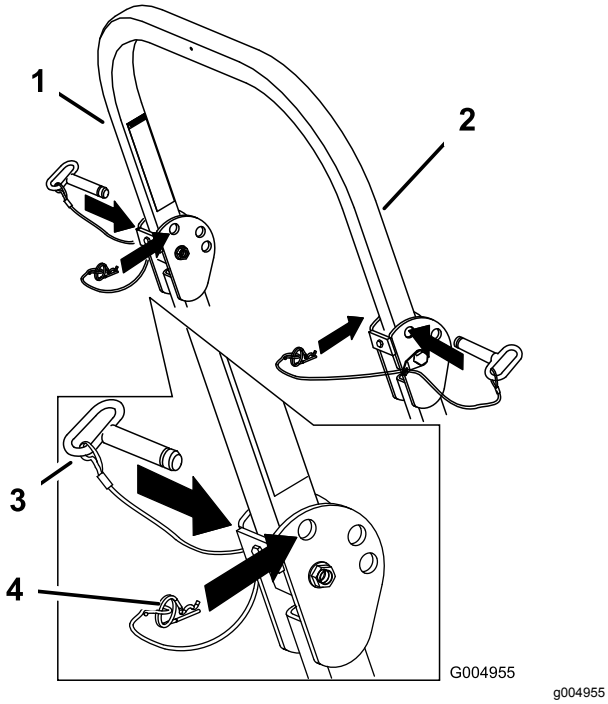

Rysunek 10
1. Wyjmij zawleczki i usuń 2 sworznie (Rysunek 10).
3. Zamocuj 2 sworznie i zabezpiecz je zawleczkami (Rysunek 10).
4. Aby podnieść pałąk bezpieczeństwa, wyjmij zawleczki i 2 sworznie (Rysunek 10).
5. Unieś pałąk do pozycji podniesionej i włóż 2 sworznie, zabezpieczając je zawleczkami (Rysunek 10).